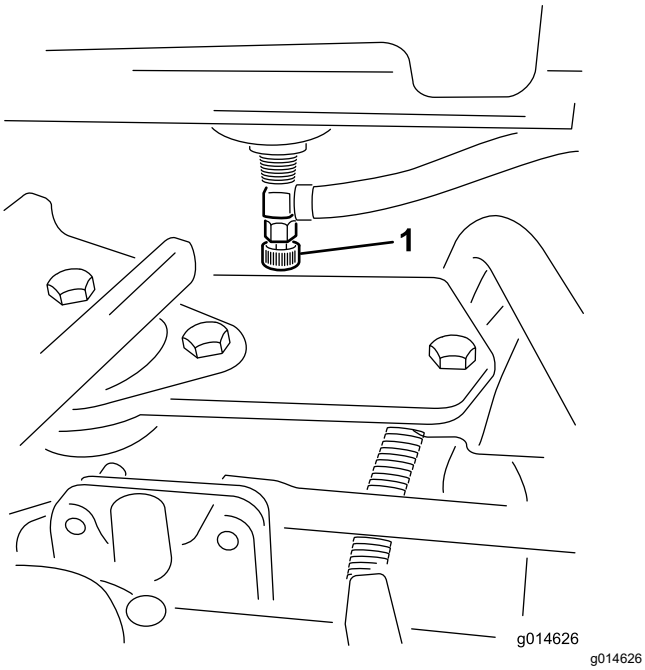

Figur 32
1. Stäng bränslekranen (Figur 32) under bränsletanken.